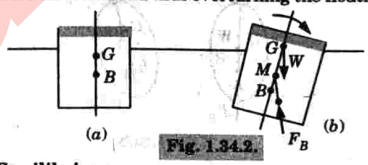

Fig. 1.34.2.
1. If the point *M* lies below *G* as shown in Fig. 1.34.2(*b*), then the floating body will be in an unstable equilibrium.